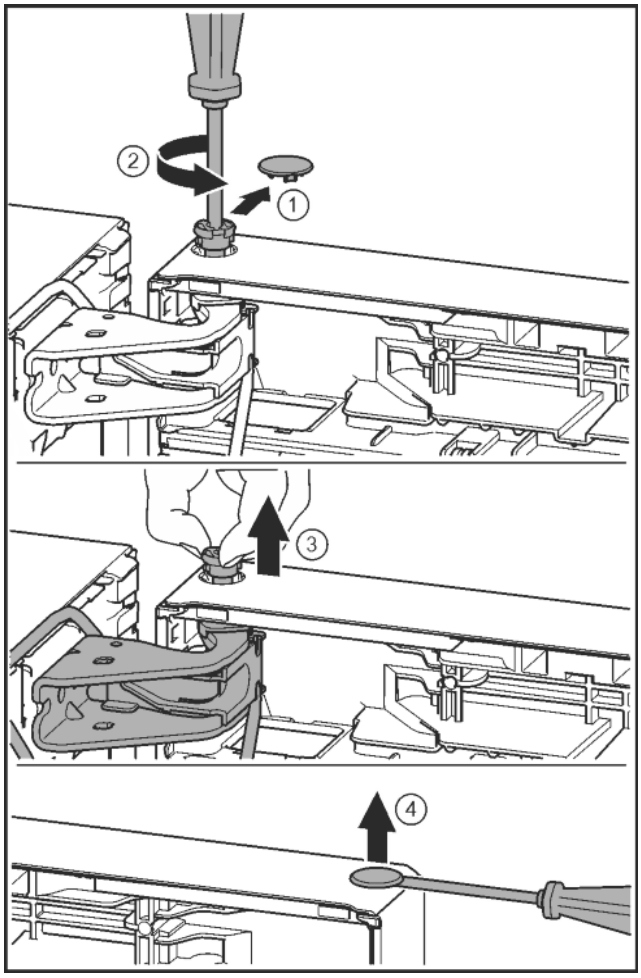

*Fig. 23*
- ▶ Carefully remove the safety cover. *Fig. 23 (1)*
- ▶ Undo the bolt a little with a T15 screwdriver. *Fig. 23 (2)*
- ▶ Hold the door and remove pins with your fingers. *Fig. 23 (3)*
- ▶ Carefully lift the plugs out of the door bearing bush with a slotted screwdriver and remove. *Fig. 23 (4)*